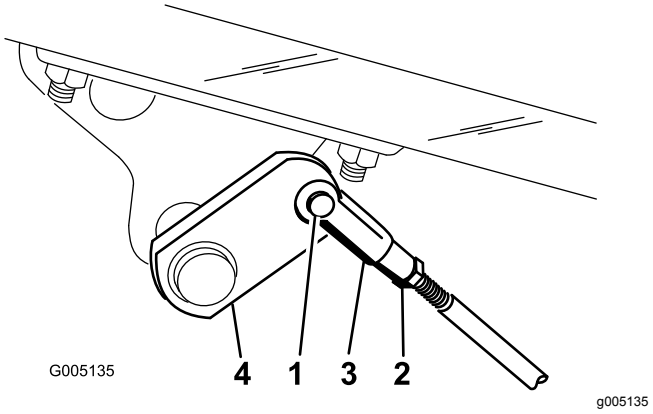

**Figur 55**
2. Koppla bort bromsstängerna genom att ta bort saxpinnen och sprintbulten om bromsarna inte låser sig lika mycket (Figur 55).
3. Lossa kontramuttern och justera sprinten (Figur 55).
4. Montera sprinten på bromsaxeln (Figur 55).